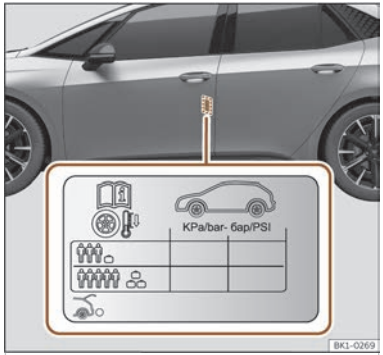

**Fig. 205** Location of the tyre pressure sticker.
- Adjust tyre pressure to the load being carried by the vehicle >>> Fig. 205.
The tyre pressure values are shown on the sticker located on the rear frame of the front left door ››› Fig. 205.
The tyre pressure must be adjusted according to the load the vehicle is carrying. If the vehicle is going to be fully loaded, increase the tyre pressure to the maximum load value shown on the sticker ››› Fig. 205.
In the case of a minimised temporary spare wheel (125/70 R16 or 125/70 R18) inflate to a pressure of 4.2 bar as indicated on the tyre pressure label ››› Fig. 205.
- **The driver is responsible for ensuring that all of the vehicle tyres are correctly inflated to the right pressure. The recommended tyre pressure is indicated on the label ››› Fig. 205.**
- **Tyre pressure should be as indicated on the label when the tyres are cold at all times ››› Fig. 205.**